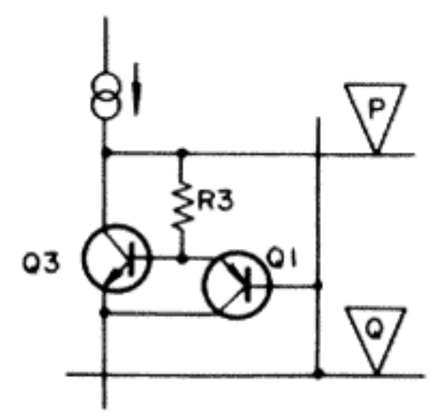

Fig. 6 NSA circuit
With R_1 and D_1 ensuring a constant flow of current, the base of Q_1 and point (Q) may be brought to the same level (see Fig. 6) on an AC basis (level fluctuations due to the signal) by a simple shift in DC level. Furthermore, Q_1 may be considered emitter-follower with R_3 as the emitter resistance.